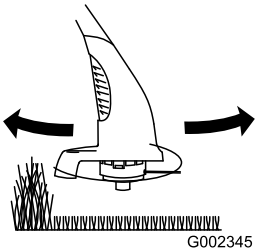

Figura 11
- Mueva la desbrozadora lentamente, introduciéndola y retirándola de la zona a cortar (Figura 11).